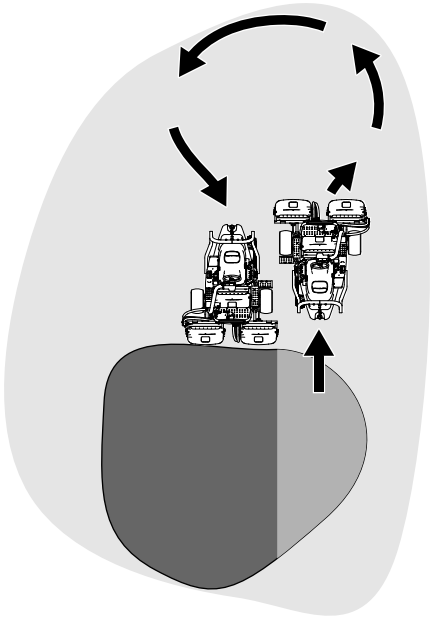

**Figuur 22**
6. U kunt de werktijd bekorten en de machine eenvoudiger voor de volgende maaibaan opstellen door de machine een ogenblik in de tegenovergestelde richting te draaien en daarna in de richting van het ongemaaide deel. Met zo'n druppelvormige bocht (Figuur 22) kunt u de machine snel in positie brengen voor uw volgende maaibaan.